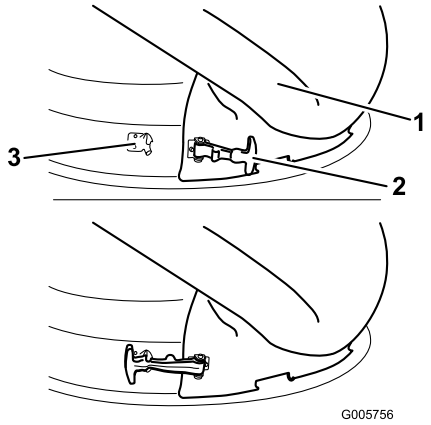

Figura 16
6. Sujete el conducto a la plataforma de 50 pulgadas. Enganche el cierre flexible del conducto en el soporte de retención soldado a la plataforma del cortacésped, detrás del orificio (Figura 16).